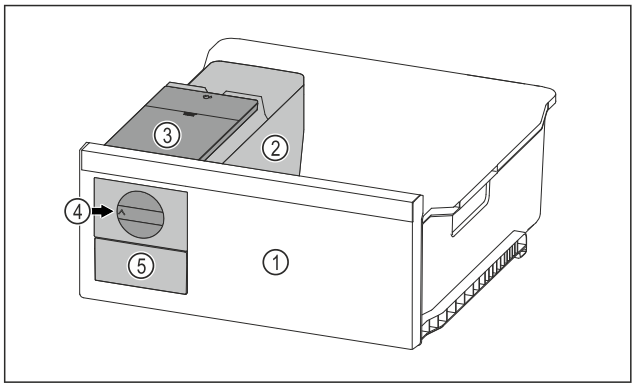

Fig. 124 Eksempelfremstilling
▶ Vri dreieknotten *Fig. 124 (4)* med klokken til den stopper.
▷ Isbitene faller fra isbitbrettet og ned i isbitskuffen *Fig. 124 (5)*.